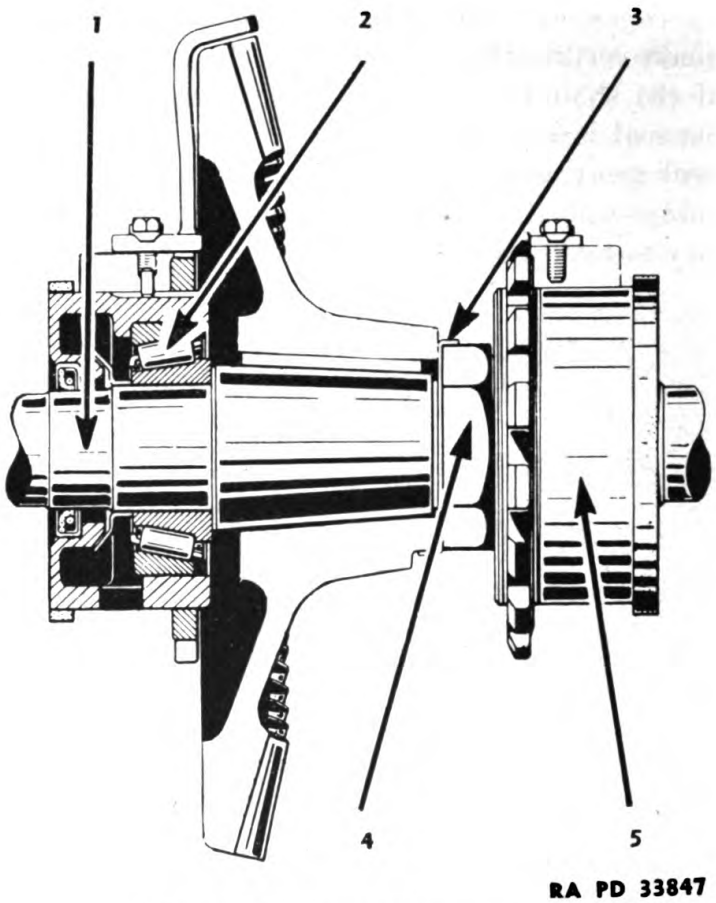

FIGURE 131.—Bevel gear assembly.
(3) In installation, make certain that bearing (5) (fig. 131) is installed as illustrated so that thrust in the proper direction can be taken.
123. Bevel gear.—*a. Removal.*—After removing steering clutch assemblies from steering clutch shaft (1) (fig. 131), straighten lock (3) and remove bearings (2) and (5). Bearing (5) can be removed part way by backing retaining nut (4) off as far as possible forcing the bearing to move, then using a spacer between the nut and the bearing to force the bearing completely off. The nut requires a $4\frac{11}{32}$-inch end wrench for which wrench CAT1B4665 is available.